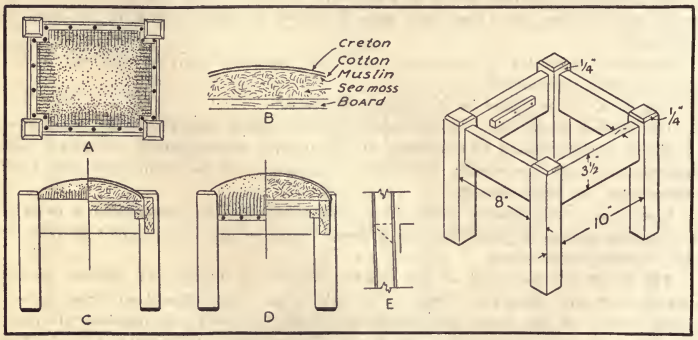

Fig. 34.
20. A large per cent of the furniture manufactured today is upholstered, both for the purpose of comfort and for artistic effect. For information in purchasing furniture and knowledge of methods employed in upholstering, it is important that this phase of furniture manufacturing be studied. The problem of upholstering a piece of furniture may be undertaken in the construction of the foot stool shown in Fig. 34.
In planning the foot stool, the place where it is to be used and the weight and wear it will have to stand are factors in determining the size and materials to use. The color of the top, woodwork, gimp and upholstering tacks should harmonize. The upholstering may be designed to extend over on the rails, or side pieces as shown at **A**, Fig. 34; it may extend down on the inside of the side pieces as in **C**, or it may extend down the outside of the side pieces as in **D**. The cushion may be made high and rounding or low and flat. The joints may be doweled as shown, or mortised.
All dimensions in the illustration, Fig. 34, show finished sizes. The stock for the legs should be squared up in one piece and cut to the finished lengths afterward, as should also the material for the sides.
Note that the top of the legs are beveled. The dowels which fasten the stool together are placed two in each end of the rails, each thee-fourths of an inch from the edges. The dowels are 3″ long with one and one-half inches extending from the side rails into the legs. In **A** and **D**, Fig. 34, the bottom board should fit tightly while in **C** the board should have an allowance of ⅛″ on all four sides to leave room for the muslin, covering, and tacks. The top will require about one-half pound of sea moss. The cotton padding should be cut to the exact size of the finished top, while the muslin binding and top covering should be left at least 2″ larger on all sides than the top.
In assembling, the pieces should be glued and clamped together and left for the glue to set. The woodwork should next be cleaned and smoothed and finally finished with stain and varnish. If webbing is used in the bottom instead of a board, it should be tacked in place. In upholstering the stool, the sea moss is formed as much as possible into a cushion and placed on the top to be covered. The muslin binding should be placed over it and tacked down carefully. It should be first tacked only temporarily from corner to corner and then stretched from center to center of both sides. It should be tacked securely at the center and tacked down firmly all along the edges, working from the center of each side towards the corners and removing the temporary tacks as the permanent ones are placed. A layer of cotton is placed over the muslin and then the top cover placed, much after the manner in which the muslin was placed. Gimp and ornamental tacks are used as shown in Fig. 34, but the corner is first fastened with ordinary 2 or 3 oz. tacks. The gimp is placed over the rough edge to hide it and ornamental tacks are used for decoration.